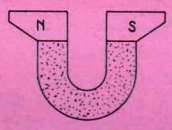

FIG. 7
Lorsque l'attraction nécessaire dans un entrefer de grande longueur est plus importante que l'effet obtenu au contact, les faces magnétiques peuvent être séparées et l'on peut même utiliser des pièces polaires écartées, comme on le voit sur la figure 7. Il en résulte une diminution de la réluctance de l'entrefer, et la possibilité pour l'aimant d'agir avec un produit énergétique (BH) maximum ; mais, si l'on n'utilise pas ce procédé avec modération, on peut constater des pertes excessives, avec la production de flux magnétiques parasites.